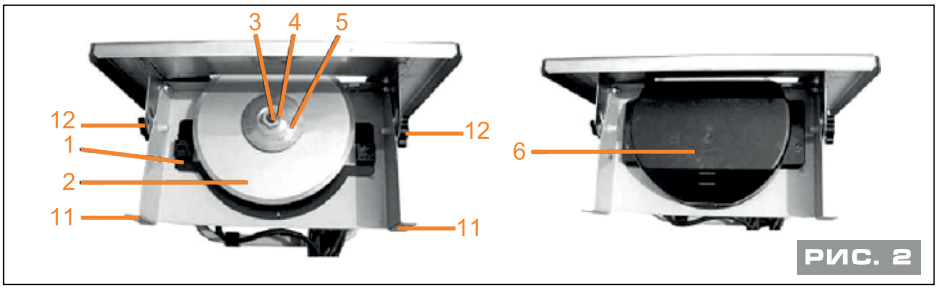
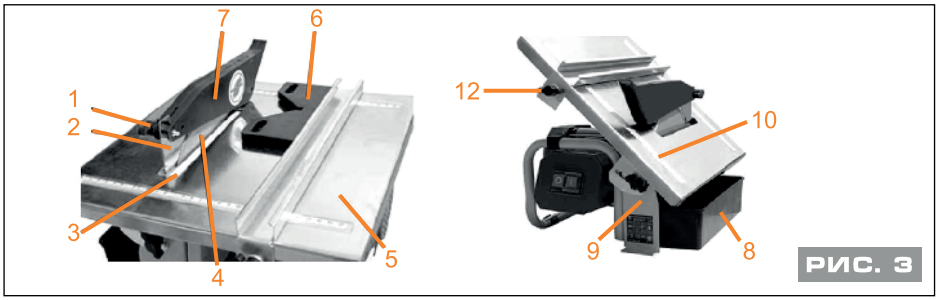

РИС. 2
РИС. 3
1. Установите плиткорез на ровной горизонтальной поверхности стола и зафиксируйте с помощью крепёжных отверстий 11 (рис. 2).
2. Установите и закрепите вставку диска 1 (рис. 2).
3. Зафиксируйте гаечным ключом шпиндель 3 (рис. 2), а вторым ключом открутите гайку 4 (рис. 2) и снимите фланец 5 (рис. 2).
4. Установите отрезной диск 2 (рис. 2). затем установите фланец 5 (рис. 2). удерживая ключом шпиндель плиткореза 3 (рис. 2) затяните гайку 3 (рис. 2). Проверьт е фиксацию.
5. После монтажа диска установите и закрепите нижний защитный кожух 6 (рис. 2).
7. Как показано на рис. 3 на рабочем столе 5 установите и закрепите двумя винтами 3 расклинивающий нож 2.
9. Между основанием 9 (рис. 3) и защитным кожухом 6 (рис. 2) установите поддон 8 (рис. 3). В поддон 8 (рис. 3) налейте воды для охлаждения отрезногодиска. Следите за уровнем воды по фаскам на защитном кожухе 6 (рис. 2).
3. Как показано на рис. 3 рабочий стол 5 переведите в наклонное положение. Угол резания можно выставить по шкале 10.
2. Ослабьте фиксацию двух винтов крепления 12 (рис. 3) параллельного упора 9 (рис. 3) с обеих сторон. Затем установите параллельный упор по шкале 10 (рис. 3) на рабочем столе 5 (рис. 3) в необходимое положение и надёжно зафиксируйте винтами крепления. Параллельный упор можно устанавливать с левой или с правой стороны.
Угловой упор 6 (рис. 3) используется для резания заготовки по диагонали.